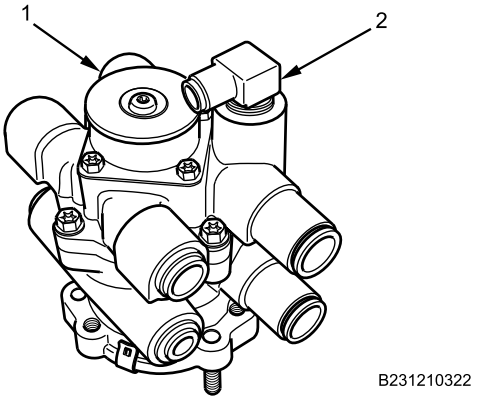

Figure 7. Foot Brake Valve Lower Fittings.
3. Remove air line fitting (Figure 7, Item 2) from foot brake valve (Figure 7, Item 1).
1. Install air line fitting (Figure 7, Item 2) on foot brake valve (Figure 7, Item 1) and tighten securely.